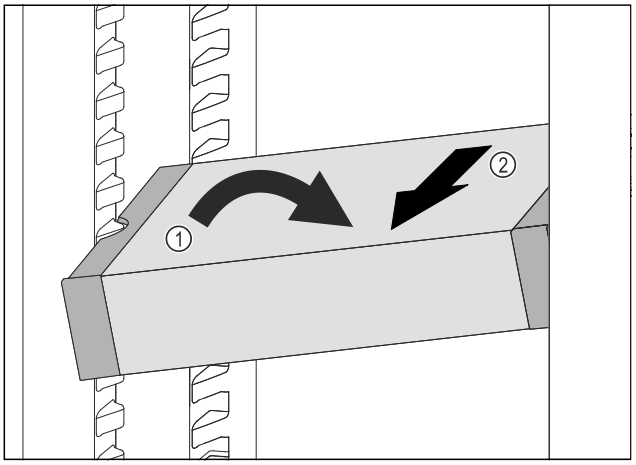

Fig. 94
▶ Poziționați oblic VarioSafe în frigider. *Fig. 94 (1)*
▶ Extrageți VarioSafe spre înainte. *Fig. 94 (2)*